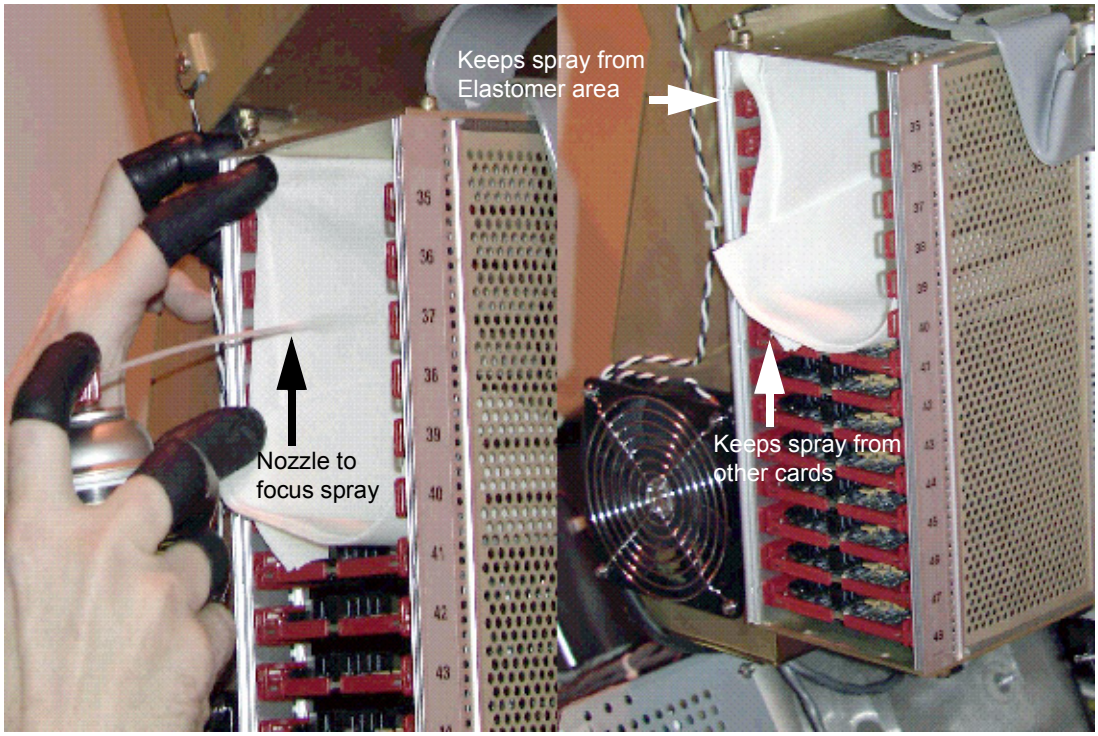

Figure 7-48 Proper placement of "lint-free" towels
10.) Position “lint free” towels between the chassis and the flex housings. This will prevent any excess cleaner from entering any parts not needing cleaning. See Figure 7-48.